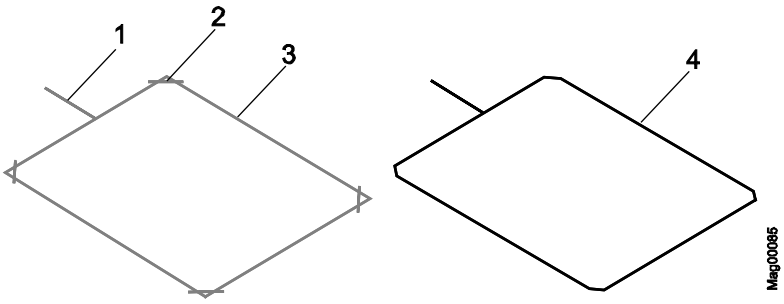

Abb. 19: Induktionsschleife in Bitumen, Asphalt oder Beton verlegen
1. In den Belag oder Asphalt mit einer Trennscheibe eine 50 mm tiefe Nut schneiden. Die Nut muss an jeder Stelle gleich tief sein. Ecken der Nut gemäß Abb. 19 im 45°-Winkel schneiden.